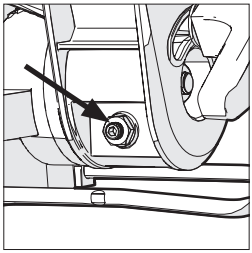

Рис. 10
- Ослабьте контр-гайку на винте регулировки угла наклона с помощью гаечного ключа на 10 мм и торцевого шестигранного ключа на 3 мм (не входят в комплект поставки) **(Рис. 10)**.